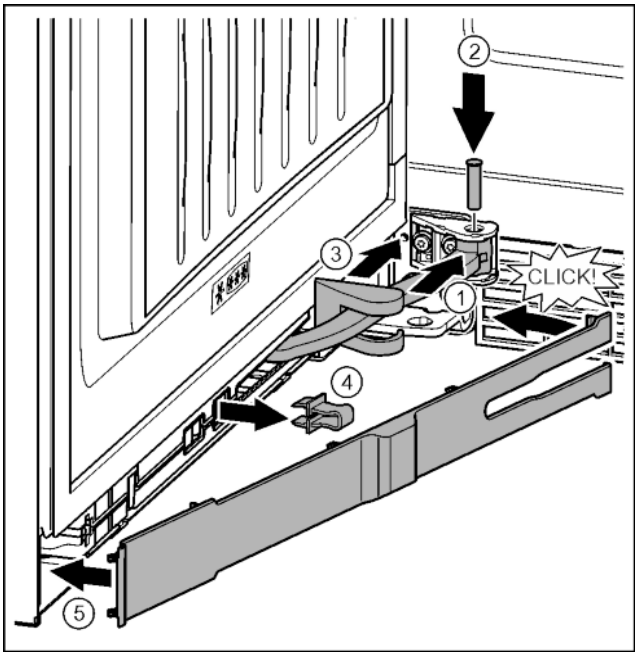

Fig. 43
▶ Gelenk in Aufhängung drehen. *Fig. 43 (1)*
▶ Bolzen mit einem Schraubendreher T15 in Aufhängung und Gelenk einsetzen. Dabei darauf achten, dass der Rastnocken korrekt in der Nut sitzt. *Fig. 43 (2)*
- ▶ Lagerbockabdeckung entlang des Gelenks schieben und über der Aufhängung montieren. *Fig. 43 (3)*
- ▶ Sicherung abnehmen. *Fig. 43 (4)*
- ▶ Blende griffseitig ansetzen und einschwenken. *Fig. 43 (5)*